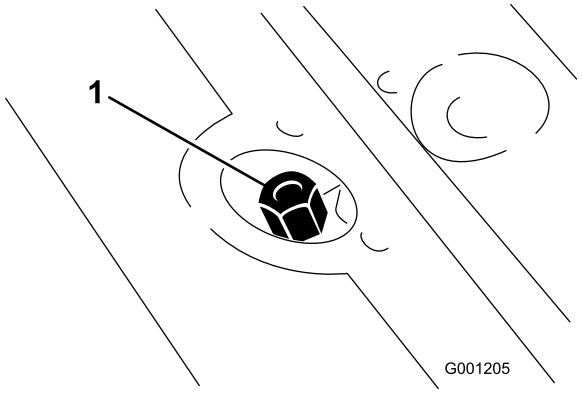

Figur 25
2. Fjern peilestaven (Figur 25), og tørk den med en ren klut. Skru peilestavlokket på påfyllingshalsen. Skru deretter av peilestaven igjen, og kontroller oljenivået. Hvis nivået ikke er innen 13 mm fra merket på peilestaven, fyller du på mer hydraulisk væske av høy kvalitet til nivået når opp til merket. Ikke fyll på for mye.